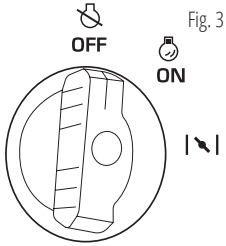

Fig. 3
3. Zet de multifunctionele motorschakelaar in de stand „OFF" (afb. 3).